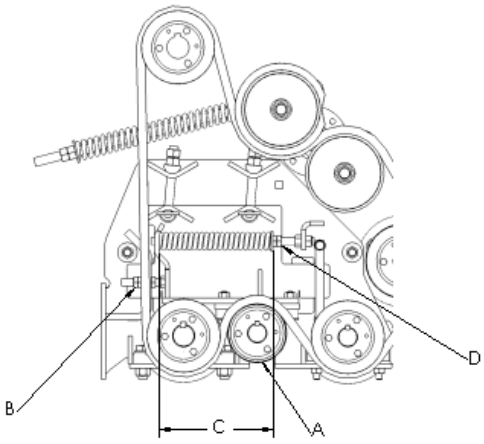

Figure 7-24: Front Grabroll Spacing Adjustment
3. Adjust nuts (B), shown in figure 7-24, to change the gap between smooth grabroll (A) and the scrolled grabrolls.